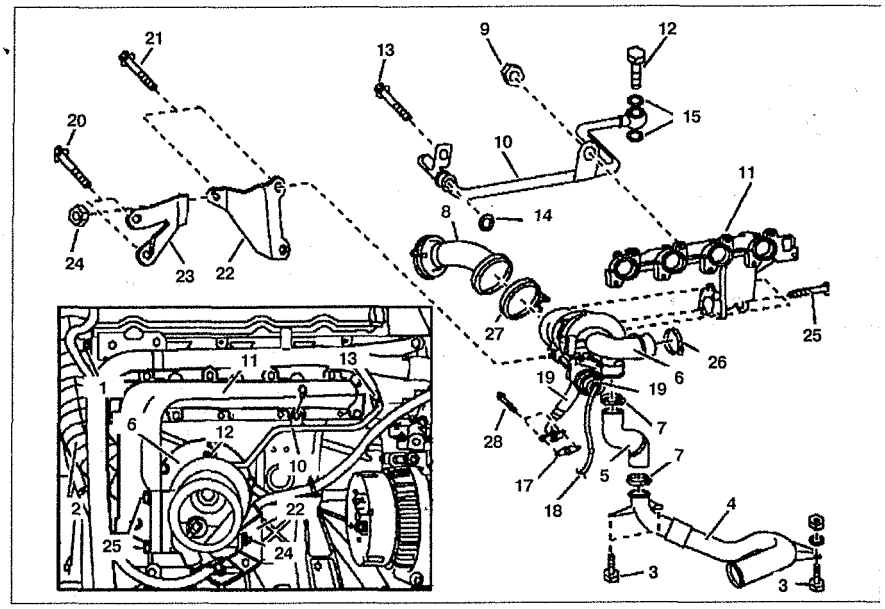

Рис. 5.46. Снятие и установка турбонаддува:
2. Отсоедините хомут крепления трубки подачи сжатого воздуха **4** от интеркулера и отсоедините ее (см. рис.5.46).